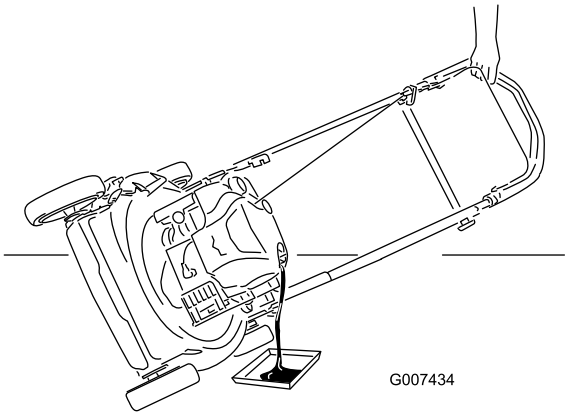

Figure 30
3. Tip the mower onto its side, with the air filter up, to drain the used oil out through the oil fill tube (Figure 30).